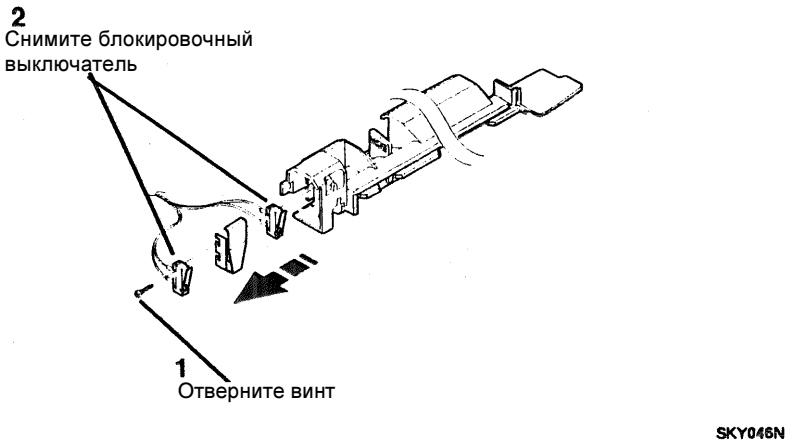

Рисунок 2. Снятие блокировочного выключателя боковой дверцы
3. (Рисунок 2): Снимите блокировочный выключатель боковой дверцы.